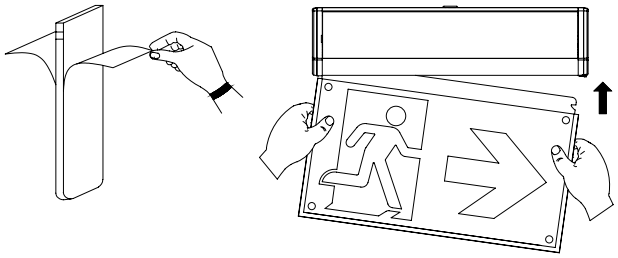

Fig. 3
9. Peel off protection films from the pictograms. Insert the pictogram panel into the main body assembly gently. Notice that the arrow direction needs to match the direction of the escape route. Change the pictogram if the exit sign is needed without an arrow(See Fig.3).
9. Retirez les films de protection des pictogrammes. Insérez délicatement le panneau de pictogrammes dans le corps principal. Veillez à ce que le sens de la flèche corresponde à celui de l'issue de secours. Remplacez le pictogramme si le panneau « Sortie » doit être utilisé sans flèche (voir fig. 3).